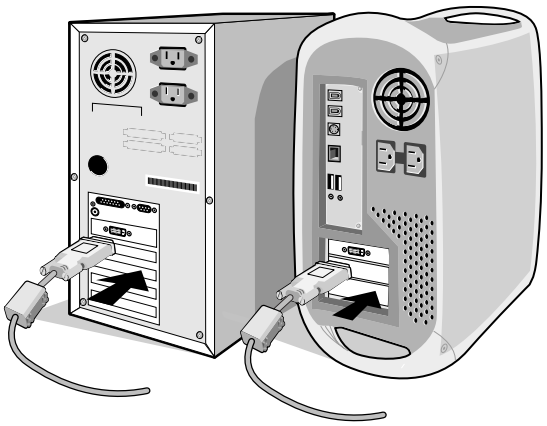

Figure A.1
2. **Pour un PC ou un Mac équipé d'une sortie numérique DVI :** Branchez le câble DVI-D vers DVI-D au connecteur de la carte vidéo de votre ordinateur (**Figure A.1**). Serrez toutes les vis.